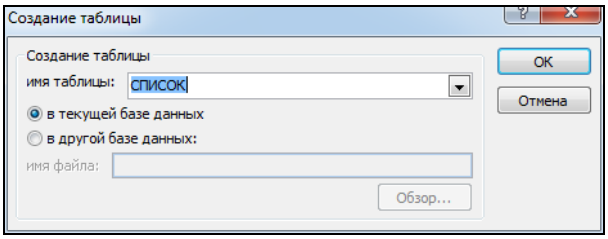

Рис. 4.26. Определение имени таблицы
4. На экране появится диалоговое окно, в котором записывается имя новой таблицы (рис. 4.26).